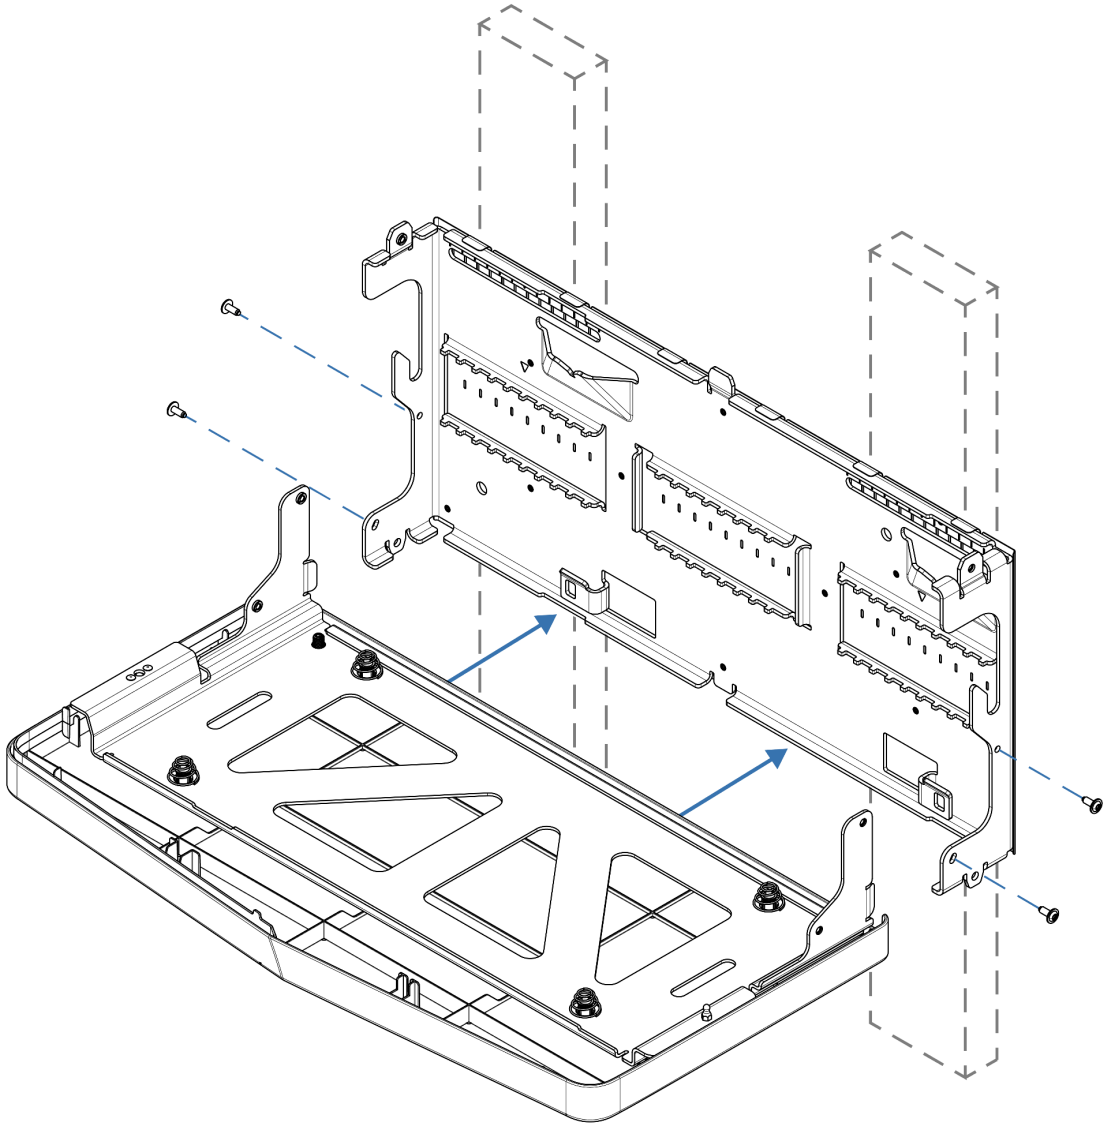

Figure 4. Attaching the Bottom Plate to the first Battery Block wall bracket .
3. When floor mounting, the Battery Block and the Inverter wall bracket must remain securely fastened to the wall, as illustrated in **Figures: 4, 5, 6, and 7**.